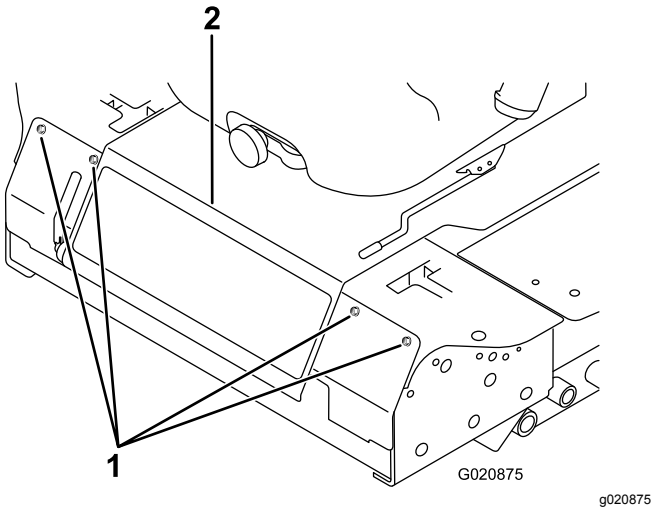

Bild 53
3. Nehmen Sie die Schrauben ab, mit denen die Frontplatte befestigt ist, und nehmen Sie sie ab (Bild 53).